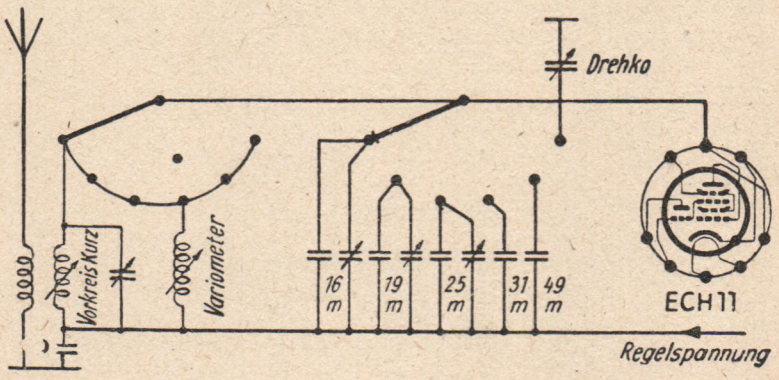

Abb. 209. Banddehnung beim Telefunken 166 WK
2. Ein anderer konstruktiver Gedanke liegt der Banddehnung beim Telefunken 166 zugrunde (Abb. 209). Hier wird der Abstimmspule des Kurzwellenbereichs ein Eisenspulen-